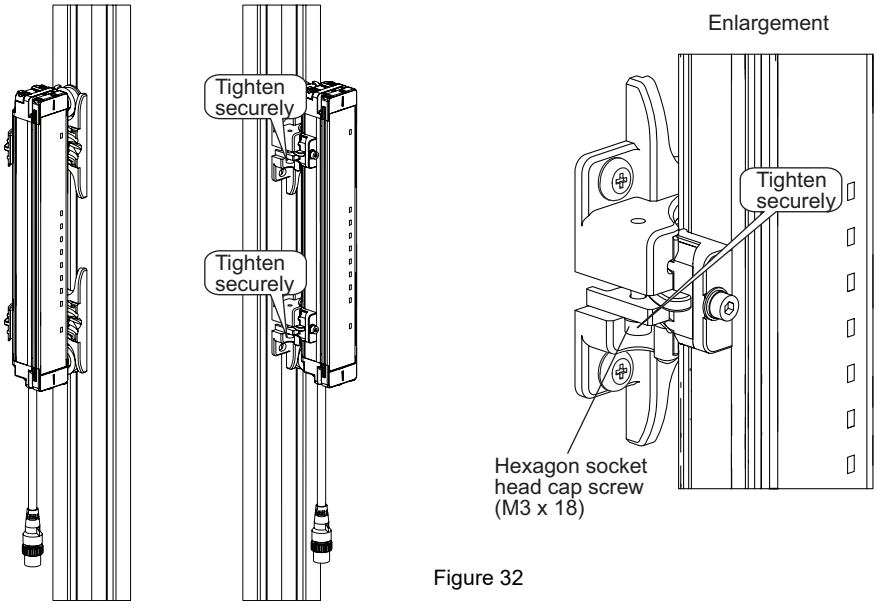

Figure 32
7. Tighten two hexagon socket head cap screws (M3 x 18) on Intermediate Bracket (3) to prevent rotation. (Figure 32)